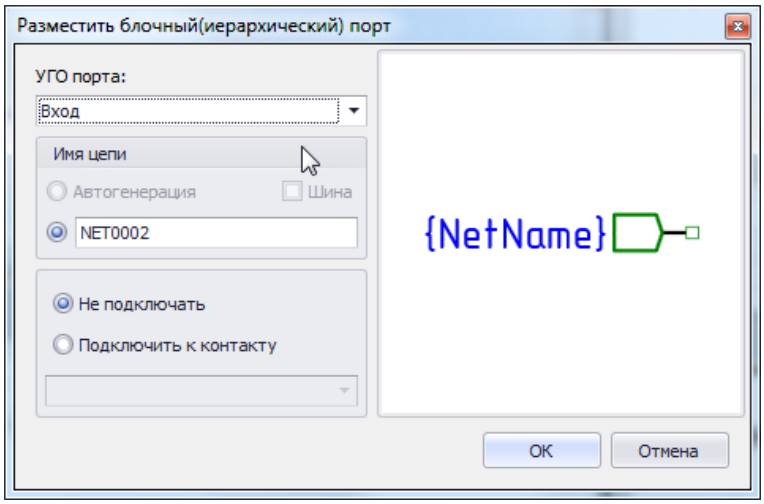

Рис. 581. Окно «Разместить блочный порт»
2. На экране отобразится окно «Разместить блочный порт», см. Рис. 581.